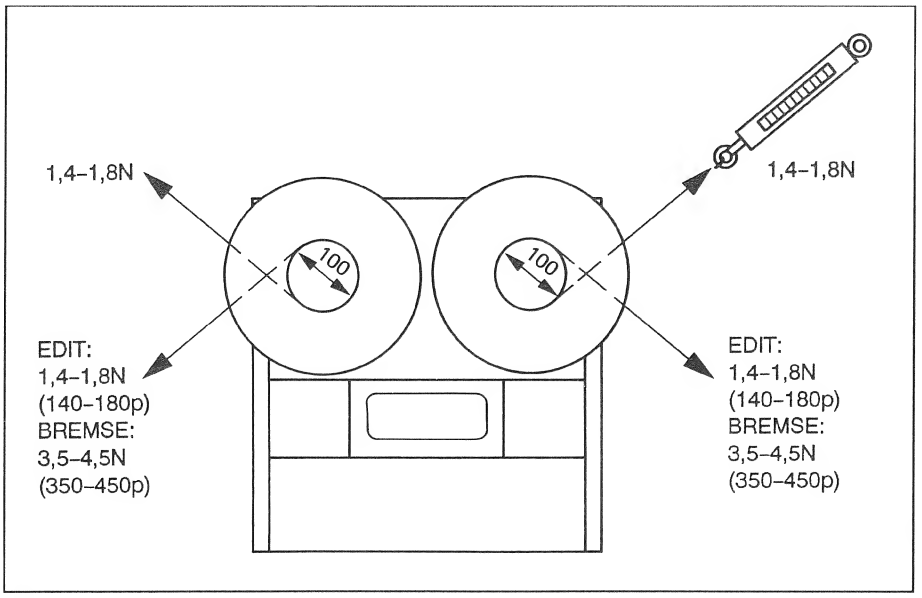

Fig. 3.4.10
- Die Bremsen sollten jährlich einmal auf richtige Funktion und Bremskräfte nach Fig. 3.4.10 überprüft werden.
- Messrichtung und Bremskraft (siehe Fig. 3.4.10).